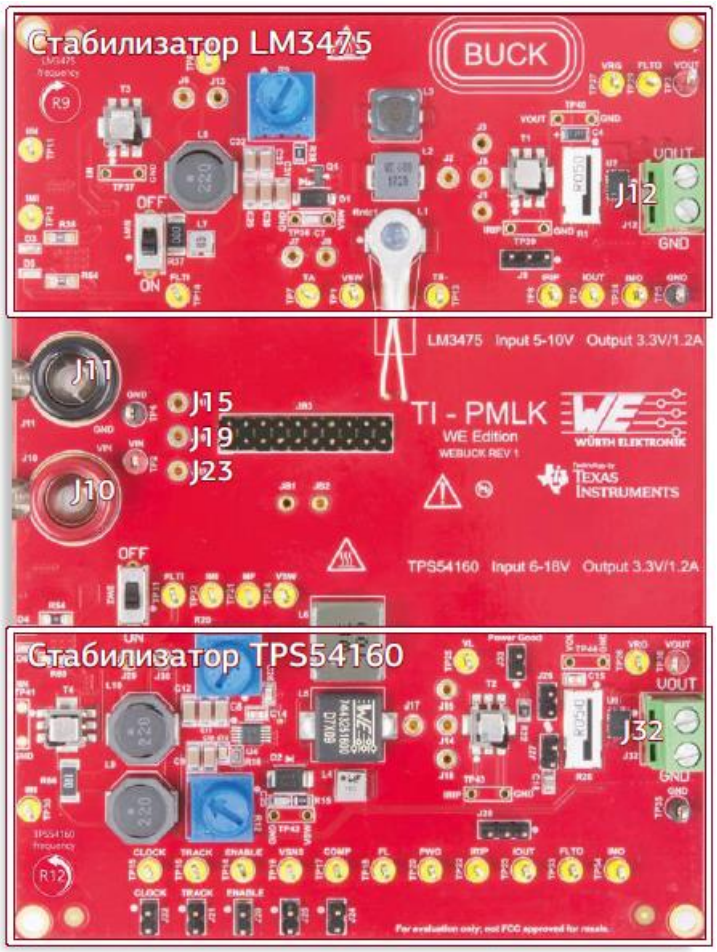

Рисунок 1 – Стенд для изучения принципа работы импульсных преобразователей
Лабораторный стенд выполнен в виде автономного модуля. Лицевая панель стенда показана на рис. 1. Плата источника питания, специально разработанная для экспериментальных исследований импульсных DC/DC-преобразователей. Плата позволяет исследовать:
1. Установить начальную конфигурацию (см. рис. 1):